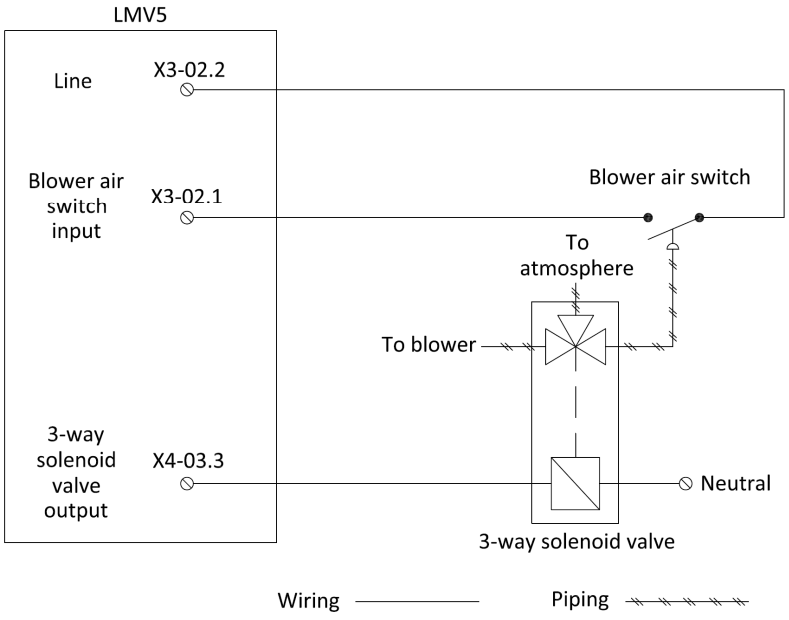

**Figure 1: Wiring a 3-way Solenoid Valve for Direct Start**
4. Install and wire a 3-way solenoid valve as shown in Figure 1.